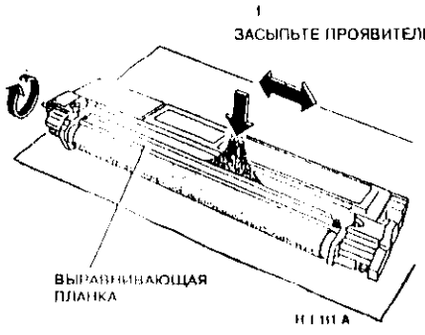

Рисунок 3. Загрузка нового проявителя
При выполнении этой процедуры очень осторожно обращайтесь с выравнивающей планкой (см рисунок 3); любая деформация этого элемента может привести к дефектам копий.
2. (Рисунок 3) Вращая заднюю шестерню в указанном направлении, равномерно наполните проявителем узел проявления. Распределите проявитель равномерно по всему объему.